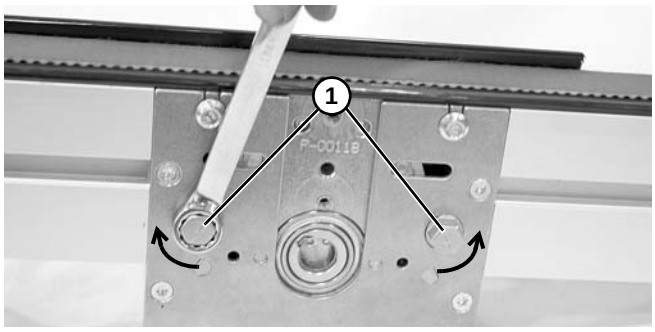

Figure 19
13. Rotate the tensioner cams **(Figure 19, item 1)** in the direction indicated to tension belt.